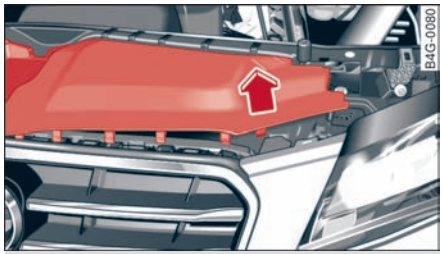

图 247 发动机舱：提高的挡板与固定件
- 将大灯区域内的挡板略微向上拉。首先松开到汽车中部的前部固定件，此时将挡板前面部分向上拉 ⇨ *图 247*。